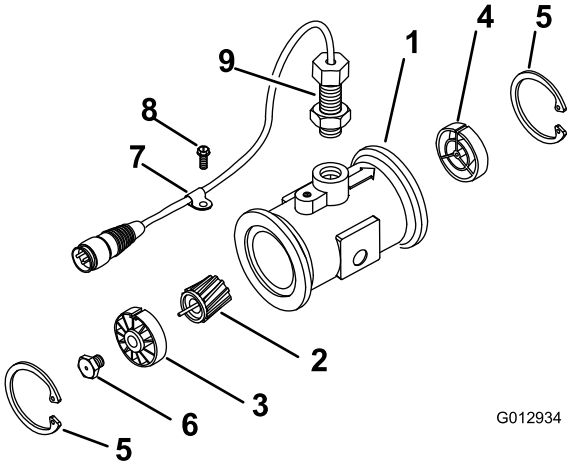

**Figur 42**
3. Fjern låseringen fra opstrømssiden (Figur 42).